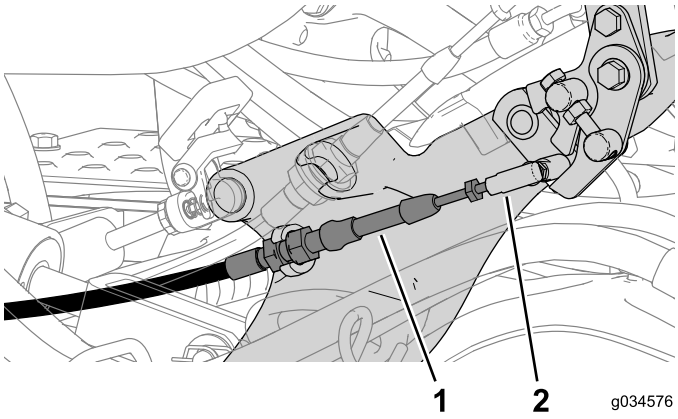

Figur 6
4. Koble nøytrallåskabelen fra kuleleddkonnektoren på trekkstagenheten (Figur 6).